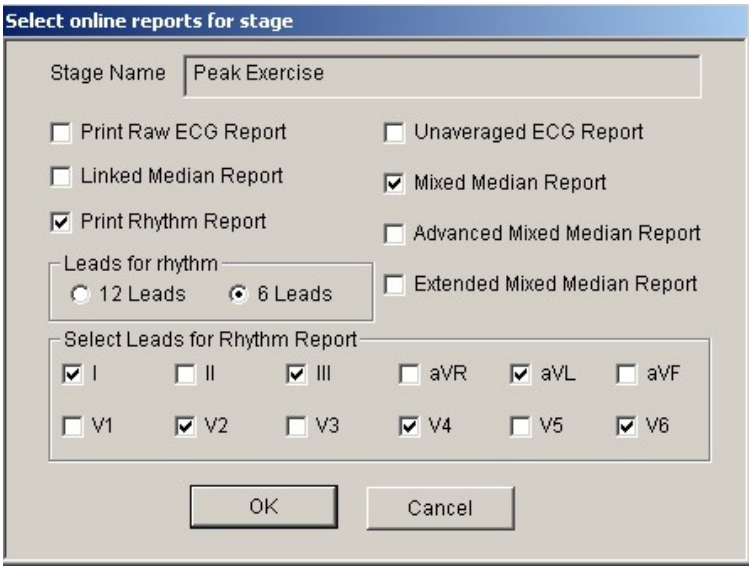

Fig 3.6: Select online report stages.
- Check the stages that you want to include in your protocol for printing. A dialog box shown in the fig 3.6 below is displayed.